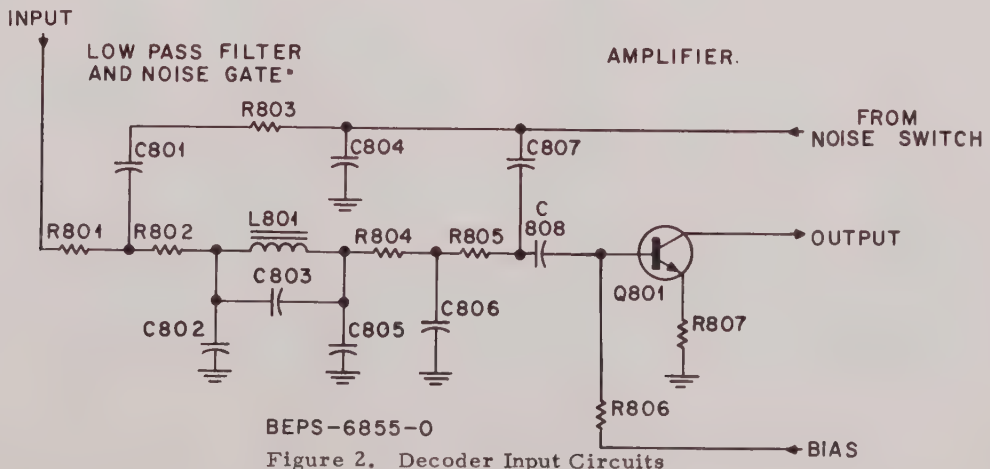

Figure 2. Decoder Input Circuits
b. Decoder Input Circuits (Refer to Figure 2)